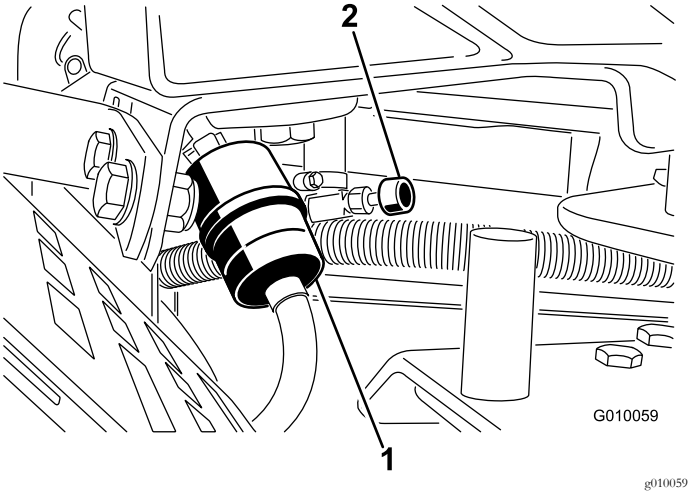

Figur 51
2. Stäng bränslekranen (Figur 51).
3. Kläm ihop ändarna på slangklämmorna och skjut bort dem från filtret (Figur 51).
5. Montera ett nytt filter och för tillbaka slangklämmorna tätt intill filtret igen (Figur 51).
7. Öppna bränslekranen (Figur 51).
3. Lossa slangklämman vid bränslefiltret och skjut den uppåt längs bränsleslangen, bort från filtret (Figur 51).
4. Dra av bränsleslangen från bränslefiltret (Figur 51). Öppna avstängningsventilen och låt bränslet rinna ner i en dunk eller ett kärl.
5. Sätt bränsleslangen på bränslefiltret. Dra tillbaka slangklämman intill filtret för att säkra bränsleledningen (Figur 51).